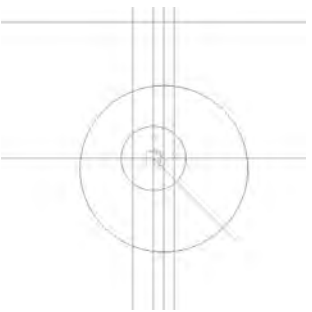

图 5-188 绘制 R55 圆
(6) 绘制 R55 圆弧。单击“直线”图标，在立即菜单中选择“角度线”，与 X 轴夹角为 45°。单击曲线生成栏中的“等距线”图标，在立即菜单中输入距离 6.8，拾取竖直中心线，选择向右箭头为等距方向，生成距离为 6.8 的等距线。单击曲线生成栏上的“整圆”图标在立即菜单中选择“圆心点_半径”，然后按照提示单击选取－45°的直线与 6.8 的等距线的交点作为圆心，输入半径 55 并确认，右击结束该圆的绘制，如图 5-188 所示。